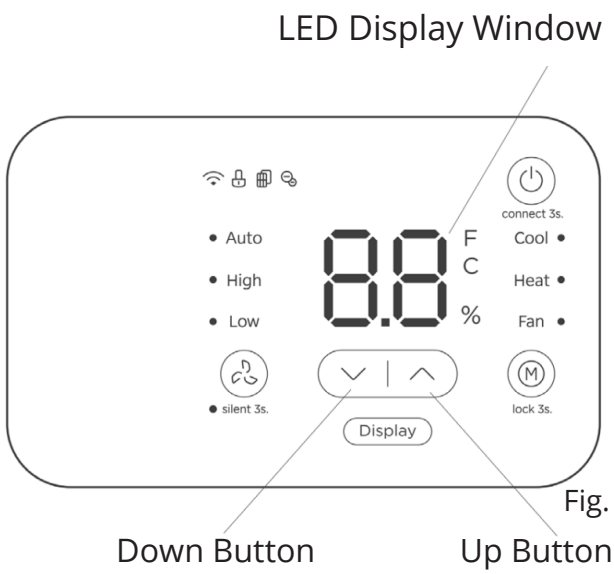

Fig. 4-4
- Press the Up and Down buttons together for 3 seconds to activate the DIP switch configurations via panel control. (See Fig. 4-4.)
- The LED will display Sx, Fx, (x could be 1,2,3 etc.) and other letters, such as ON, OF, HY, EH, ETC>, are used to indicate the current function serial number function switch status. (See Fig. 4-4.)